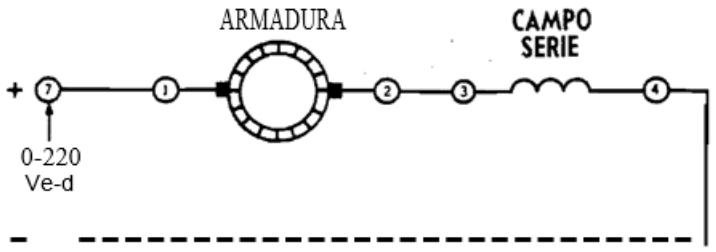
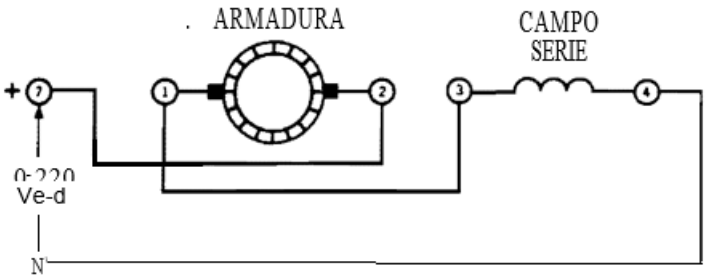

Figura 2
Figura 3
5. Con los módulos EMS de fuente de energía, de medición de CD y del motor generador de CD, conecte el circuito ilustrado en la figura 2. observe que la armadura está conectada en serie con el devanado de campo en serie, a través del voltaje de entrada.
8. Volver a conectar el circuito de la figura 3. (el único cambio hecho en relación con el circuito de la figura 2, es que las conexiones a la armadura quedaron invertidas.)